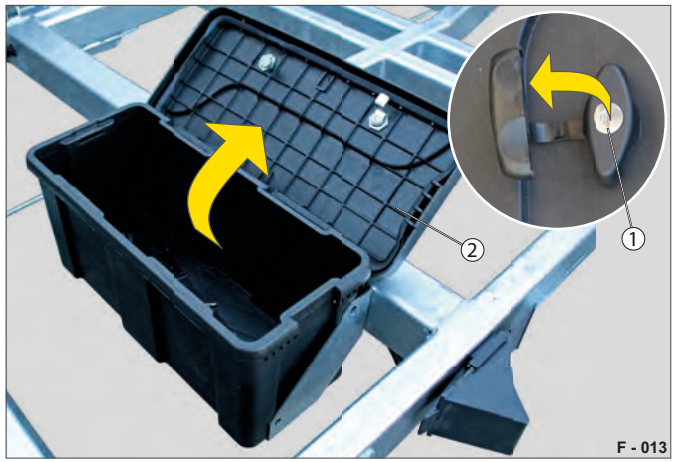

Fig. 13 Værktøjskasse åben
- ▶ Klap afdækningerne (Fig. 12 /2) til lukkevriderne med låsecylindre (Fig. 13 /1) til side.
- ▶ Klap låget (Fig. 13 /2) op.
- ▶ Klap låget (Fig. 13 /2) ned.
- ▶ Drej vriderne (Fig. 13 /1) i.